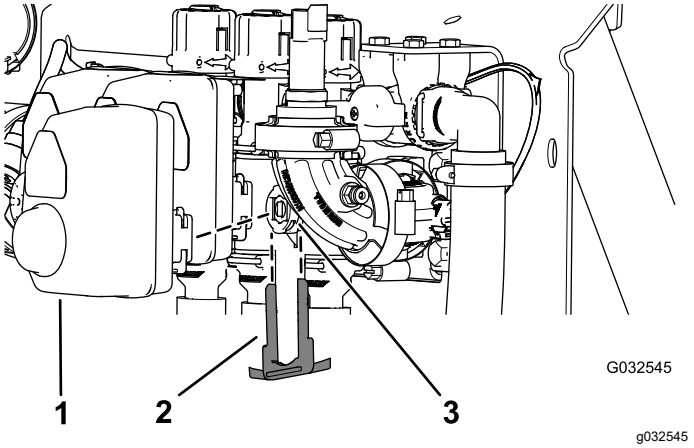

**Figur 122**
2. Ta bort hållaren som fäster manövreringsorganet till sektionsventilens eller omrörningsventilens grenrörsventil (Figur 122).